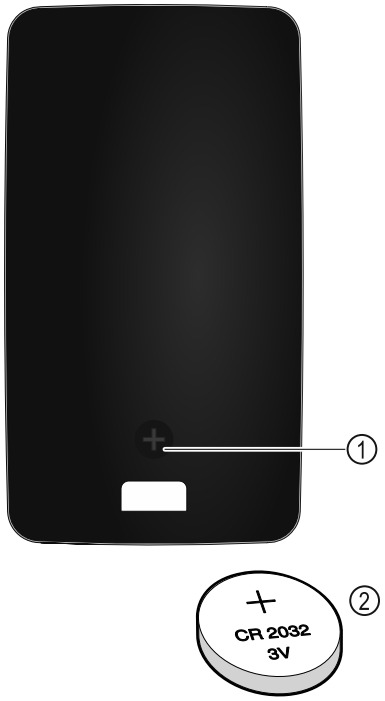

Fig. 260
Telecomanda este alimentată de o baterie tip CR 2032 de 3V *Fig. 260 (2)*, care este disponibilă în comerțul specializat.
▶ Deșurubați șurubul *Fig. 260 (1)* de pe partea din spate a telecomenzii.